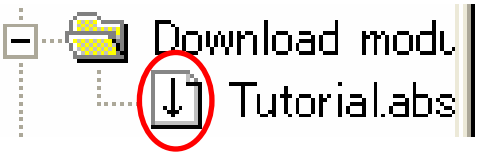

図 4.14 プログラムのダウンロード完了
(2) プログラムのロードが完了すると、図 4.14のように下矢印がつきます。